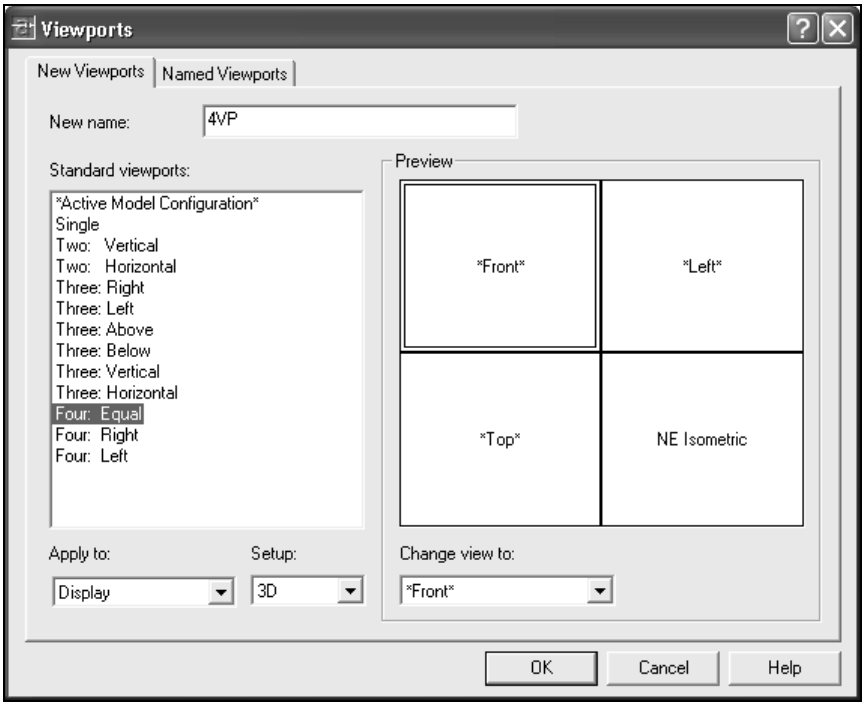

Рис. 1.10. Вкладка **New Viewports** диалогового окна **Viewports**
2. В открывшемся ДО **Viewports** (Видовые экраны) перейти на вкладку **New Viewports** (Новые ВЭкраны) (рис. 1.10).